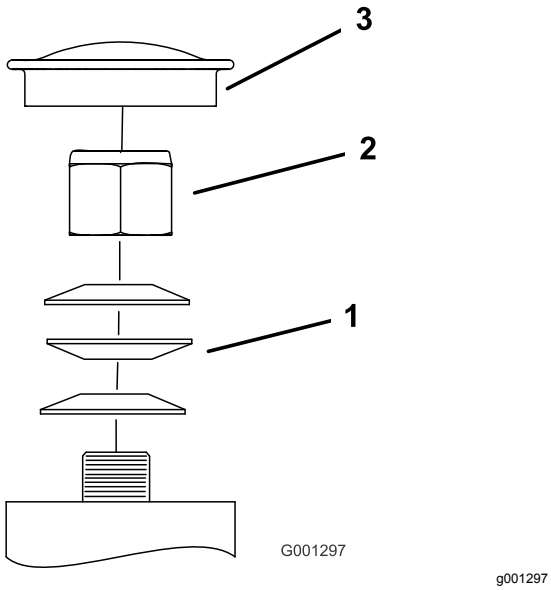

Figur 61
3. Ta av dammkåpan från hjulet och dra åt låsmuttern (Figur 61).
4. Dra åt låsmuttern tills fjäderbrickorna är plana och släpp sedan efter ¼ varv för att få rätt förbelastning på lagren (Figur 61).
Viktigt: **Kontrollera att fjäderbrickorna har monterats korrekt enligt Figur 61.**
5. Montera dammkåpan (Figur 61).